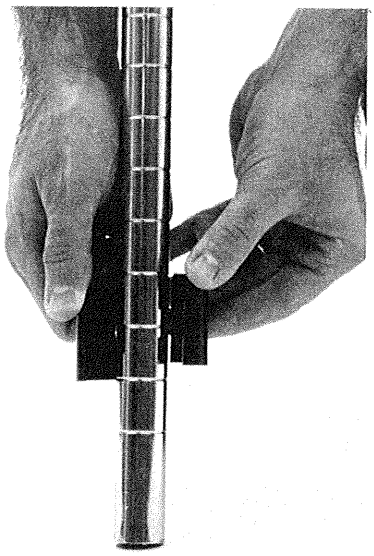

FIG. 1
2. Take the four posts with the staked foot at the top and place a pair of split sleeves on the lowest groove at which the shelf will be located. Make certain that the beads of the split sleeves fit securely into the grooves on the post (Fig. 1).